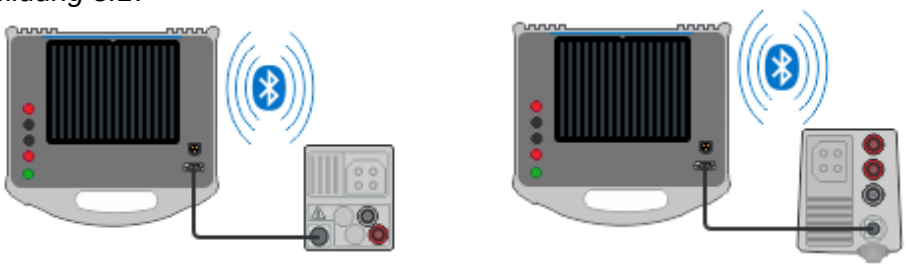

Abbildung 5.1: Anschluss des Euro Z 800 V an das Master-Prüfgerät über RS 232 oder Bluetooth (Beispiel MI 3152 und MI 3155)
- Für die RS 232-Kommunikation schließen Sie das serielle Schnittstellenkabel RS232 9-Pin-Buchse / PS 2 an das Master-Prüfgerät und das Euro Z Prüfgerät an. Siehe *Abbildung 5.1*.